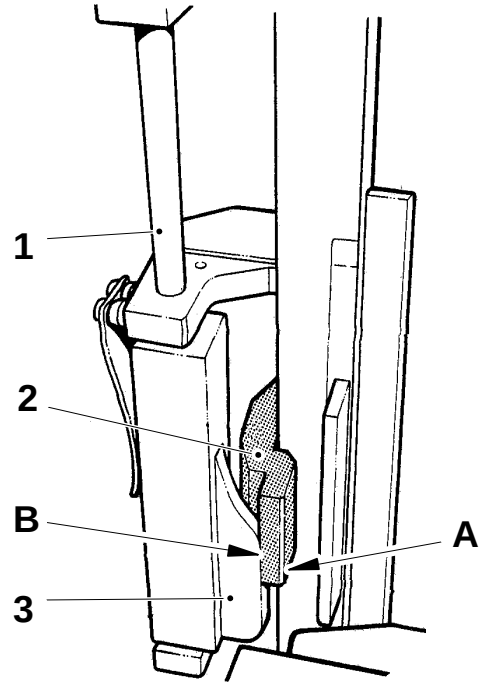

Fig.1
c) Adjust the arm (8) by means of the screw (6) so the arm is parallel to the frame (5).
e) Place the template (2) with the chamfered corner A facing forwards, see fig. 1. Loosen the screw (7) and turn the eccentric shaft (1) until the cam (3) bears against the gauge with its contact surface B. Tighten the screw (7).